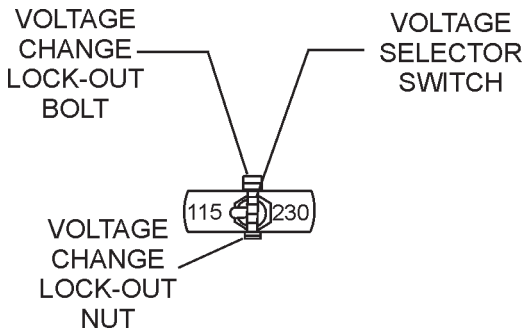

Figure 6. Voltage Change Switch
2. Remove the voltage change lock-out bolt and nut (Figure 6). Change the position of the ***voltage change toggle switch*** from 115 VAC to 230 VAC. The mixer is factory wired for 115 VAC operation.